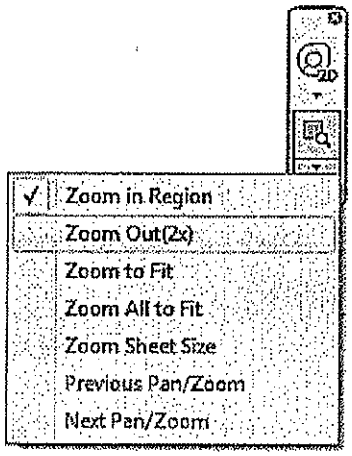

Figure 1–41
- You can access the Zoom commands in the Navigation Bar in the upper right corner of the view (as shown in Figure 1–41). You can also access them from most right-click menus and by typing the shortcut commands.